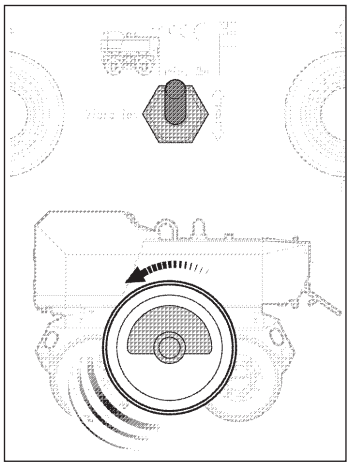

Fig. SE26 Vibratate forwards
- Vibratate forwards *(Fig. SE26)*